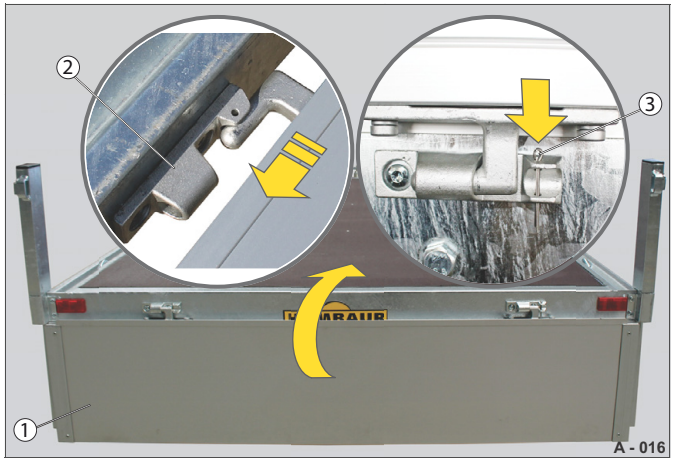

Abb. 16 Bočnice namontované/zajištěné
▶ Uchopte bočnici (Abb. 16/1) přibližně ve středu délky.
▶ Nasuňte bočnici v horizontální poloze na kloubový závěs (Abb. 16/2).
▶ Zastrčte bezpečnostní závlačku (Abb. 16/3) do kloubového závěsu.